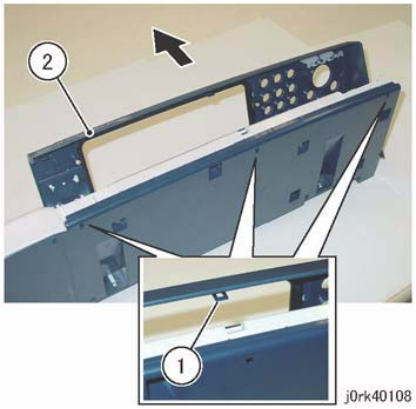

Figure 4 Overlay Cover Removal
7. Remove the Overlay Cover. (Figure 4)